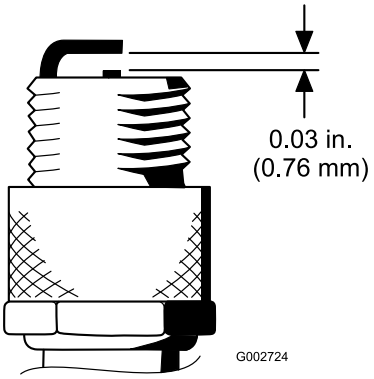

Figur 50
4. Indstil gnistgabet mellem midten og siden af elektroderne til 0,76 mm (Figur 50).